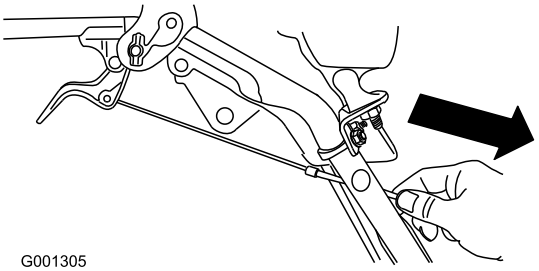

Rysunek 8
4. Powoli ciągnij za osłonę linki, aż dźwignia sprzęgła koła obniży się, a luz linki zostanie zlikwidowany, po czym mocno dokręć nakrętkę uchwytu linki (Rysunek 8).